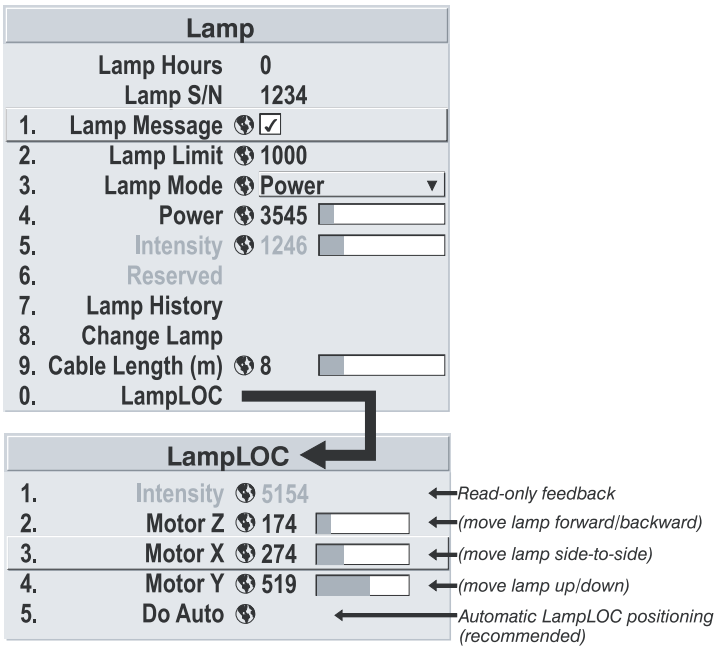

Figure 3-25. Using LampLOC to Align the Lamp
3. Select **LampLOC** from the Lamp menu (see Figure 3-25).